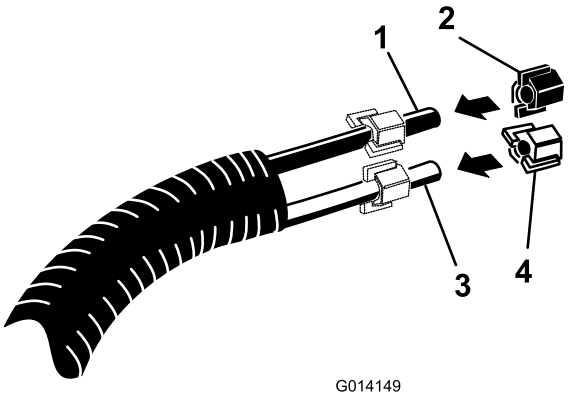

Figure 12
1. Install a plastic tube clamp to the exposed foam tubes. Use a blue clamp for the blue (fluid) tube and a white clamp for the clear (air) tube (Figure 12).